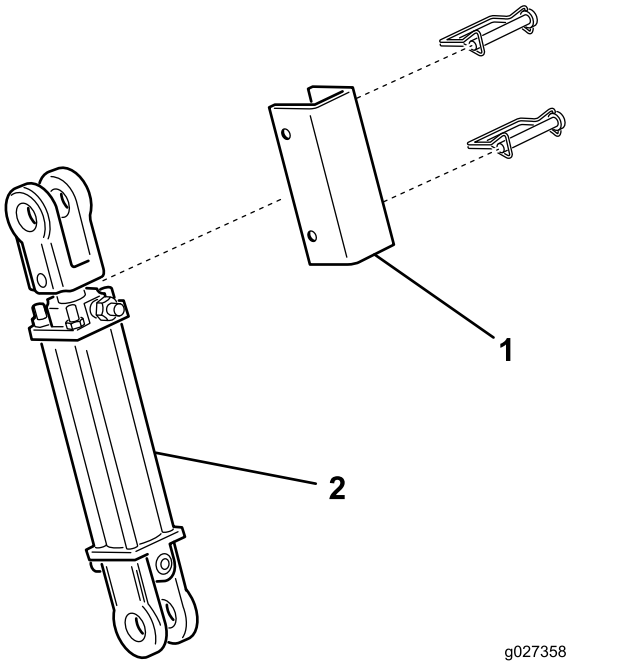

Figure 8
- Vérifiez que le plateau est levé et que les roues pivotantes ne touchent pas le sol pendant le transport. Vérifiez aussi que la barre de verrouillage du vérin (Figure 8) est en place pour empêcher la compression du vérin de levage pendant le transport.